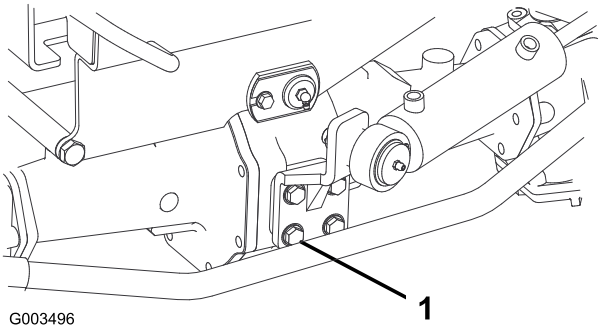

Figure 55
2. Contrôlez le couple de serrage des boulons de fixation du vérin de direction (Figure 55). Il doit être de 65 à 81 Nm.